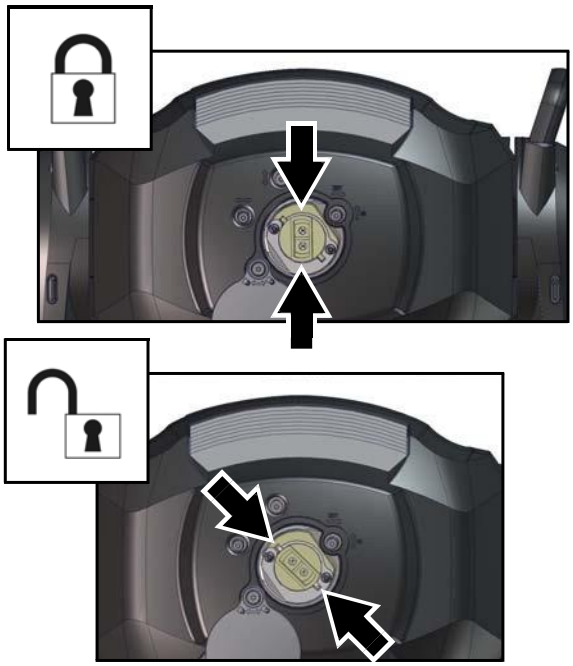

Рисунок 9: Блокировка/разблокировка лампы
4. См. Рисунок 9. Взяться за керамический цоколь, повернуть его против часовой стрелки на 45 °, чтобы вынуть лампу, затем аккуратно вынуть лампу из устройства.